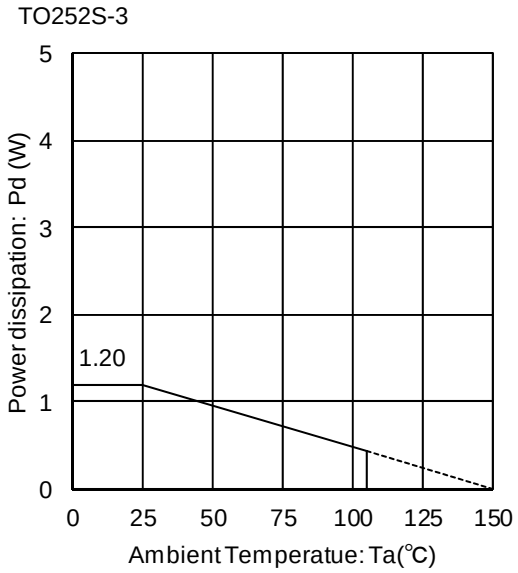
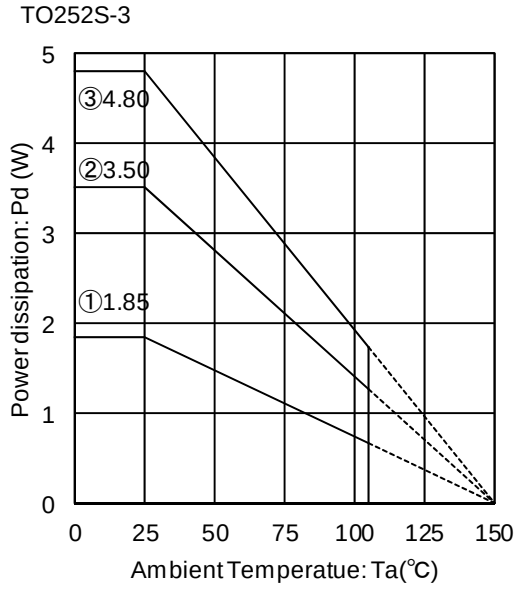

Figure 25.
Figure 26.
When used at temperatures over Ta=25℃, please refer to the power dissipation curve shown in Figure 25 and Figure 26. The IC characteristics are closely related to the temperature at which the IC is used, so it is necessary to operate the IC at temperatures less than the maximum junction temperature Tjmax.
Figure 25 and Figure 26 show the acceptable power dissipation curve of the TO252S-3 package. Even when the ambient temperature Ta is at normal temperature (25℃), the chip (junction) temperature Tj may be quite high, so please operate the IC at temperature less than the acceptable power dissipation Pd.
The calculation method for power consumption Pc(W) is as follows :(Figure 26③)
(Figure 26③ :θja=26.0℃/W → -38.4mW/℃